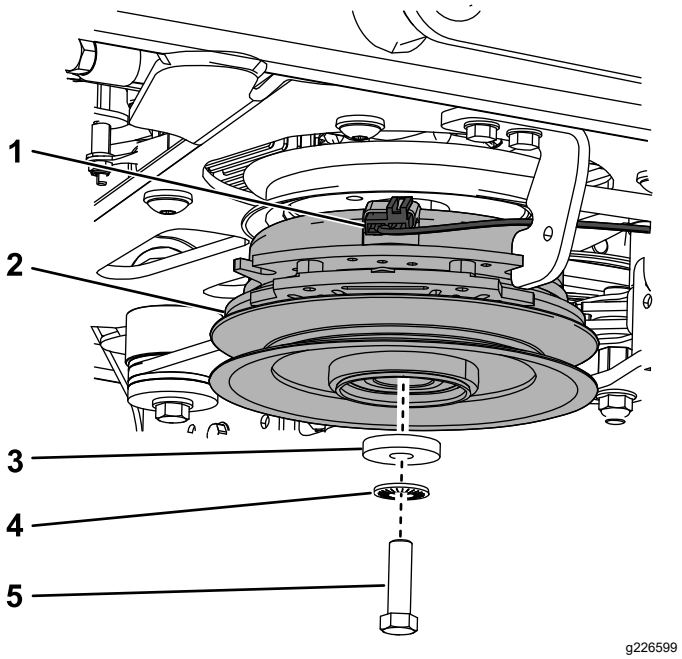

Figure 89
A. Débranchez le faisceau de câblage de l'embrayage (Figure 89).
B. Retirez le boulon, la rondelle, la rondelle élastique et l'embrayage (Figure 89).